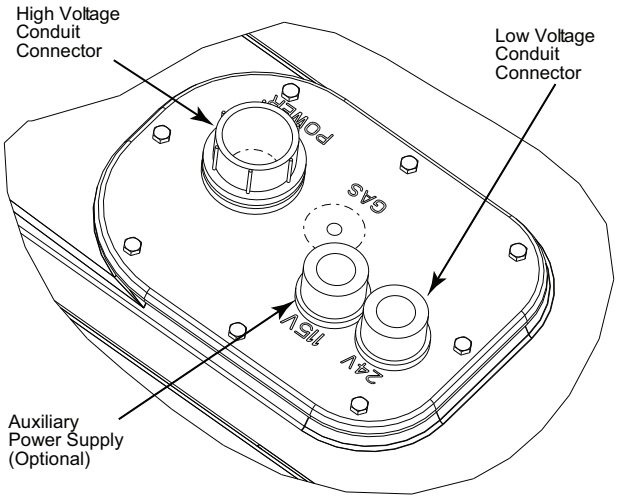

Fig. 27 — Thru-Base Connection Fittings
allows the high-voltage power wires to pass through the basepan. See Fig. 27.
3. Place the gasket over the embossed area in the basepan, aligning the holes in the gasket to the holes in the basepan. See Fig. 27.